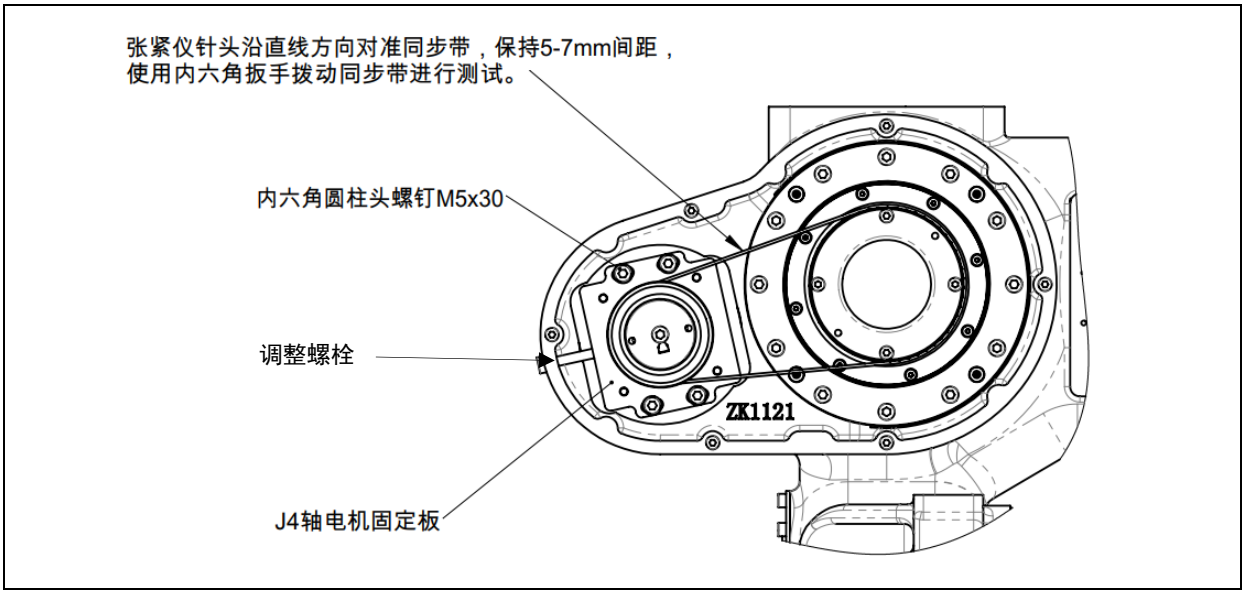

图 5.2 J4 轴同步带张紧位置示意图
2. 如图 5-2 拆下盖板后，即可看到 J5，J6 轴同步带；